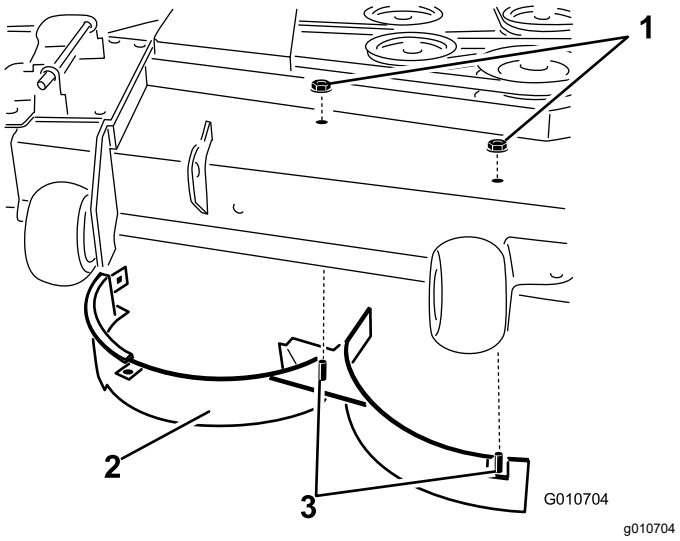

Figura 18
11. Îndepărtai cele 2 contrapiulie (5/16") fixate pe suporturile sudate ale deflectorului drept din partea superioară a punii mainii de tuns iarba, aflate în poziie centrală i la dreapta de centru (Figura 18)
12. Îndepărtai urubul de fixare i contrapiuliţa care fixează deflectorul drept pe partea superioară a punii mainii de tuns iarba i îndepărtai deflectorul drept de pe puntea mainii de tuns iarba (Figura 18).